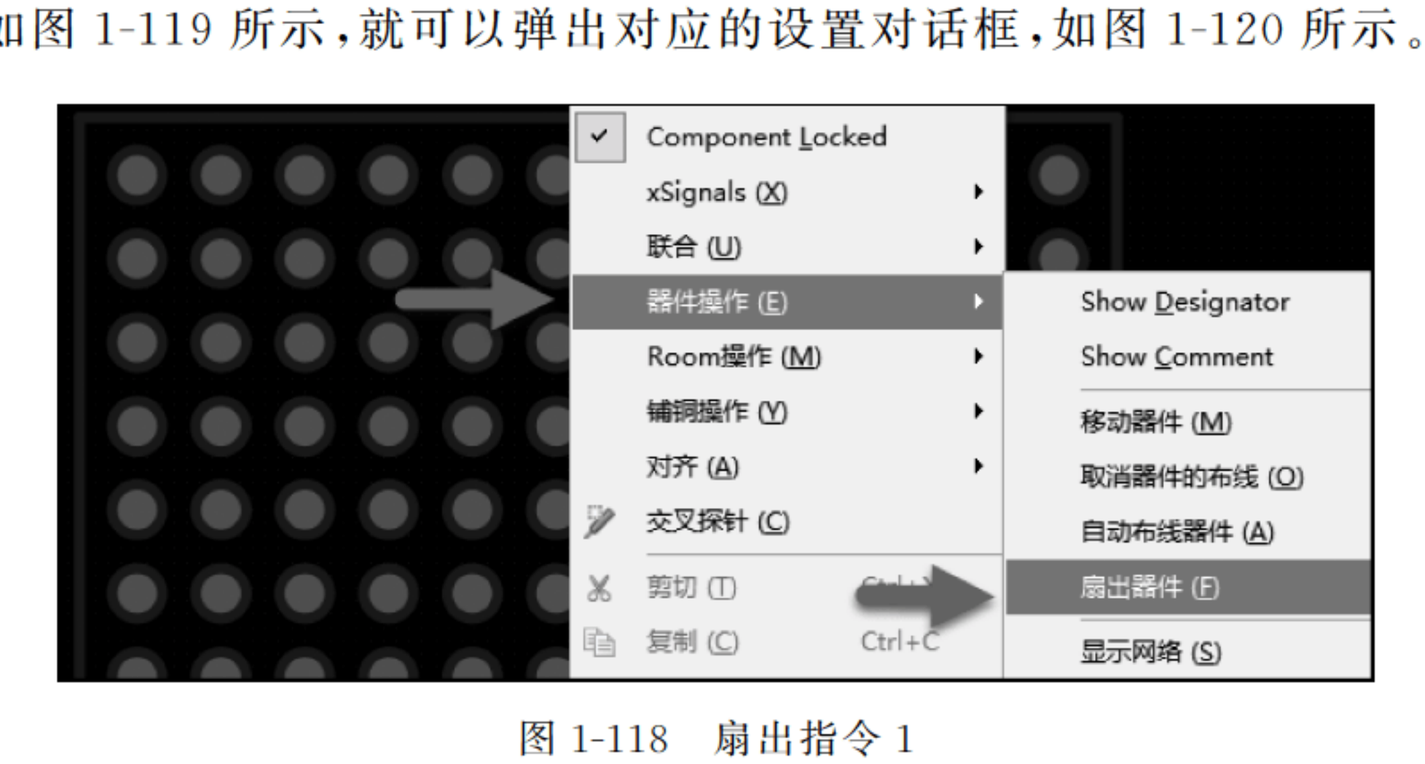

图1-118 扇出指令1
(1) 在进行利用软件自动扇出BGA操作之前，需满足以下要求：
① 选择合适的线宽、安全间距及过孔大小，即设置好线宽、间距、过孔大小等规则。
② BGA内部没有任何对象，例如走线或者过孔等。
(2) 在满足上述要求之后，将光标悬放到器件上，右击，从弹出的快捷菜单中执行“器件操作”→“扇出器件”命令，如图1-118所示。或者执行菜单栏中“布线”→“扇出”→“器件”命令，如图1-119所示，就可以弹出对应的设置对话框，如图1-120所示。